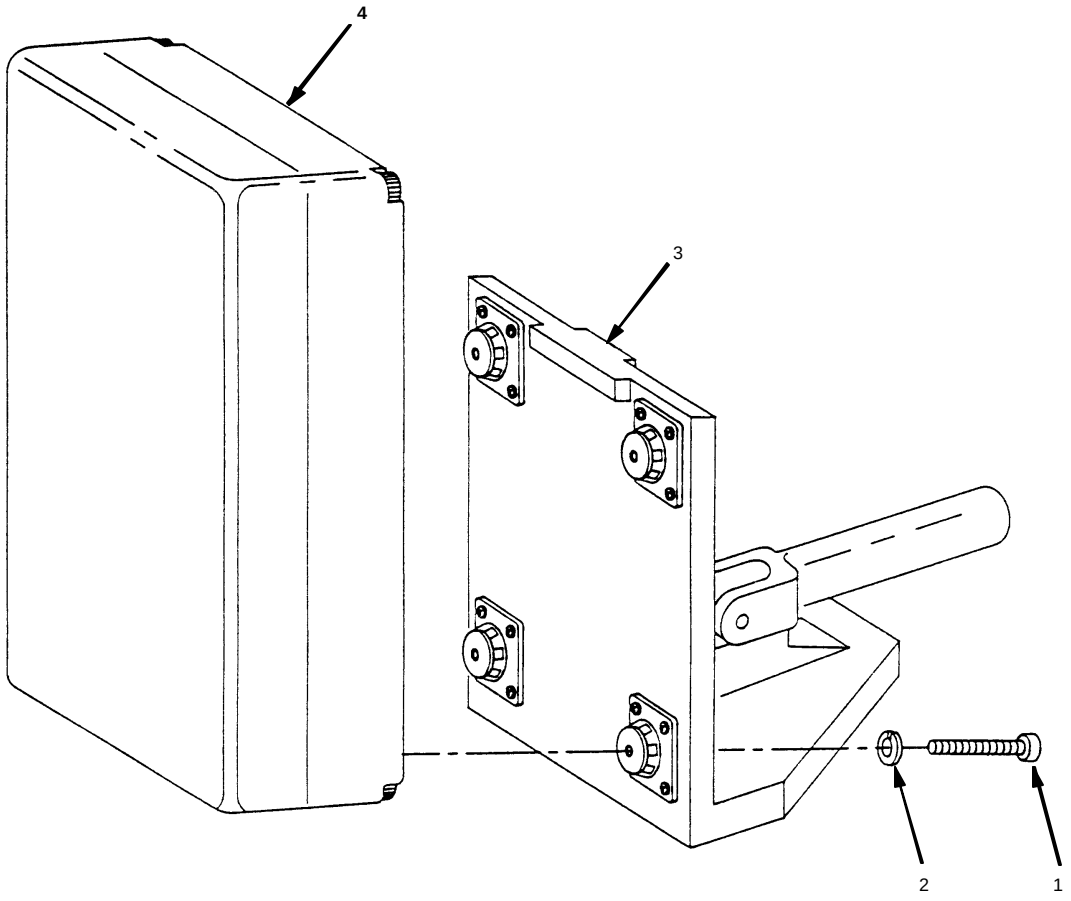

Figure 3-7. Transceiver Assy, P/N AY6706571 - Bracket Separation
Refer to **Figure 3-7.** Separate Bracket Assy from Transceiver Assy as follows:
a. Attach two halves of Transceiver Assy (1).
b. Fasten six hex key captive screws (2).
3.3.6.5 Assembly of Bracket (Refer to **Figure 3-7).**
a. Attach Bracket Assy (3) to Transceiver Assy (4).
b. Fasten four hex key screws (1) and lockwashers (2) using 5-mm hex key wrench.